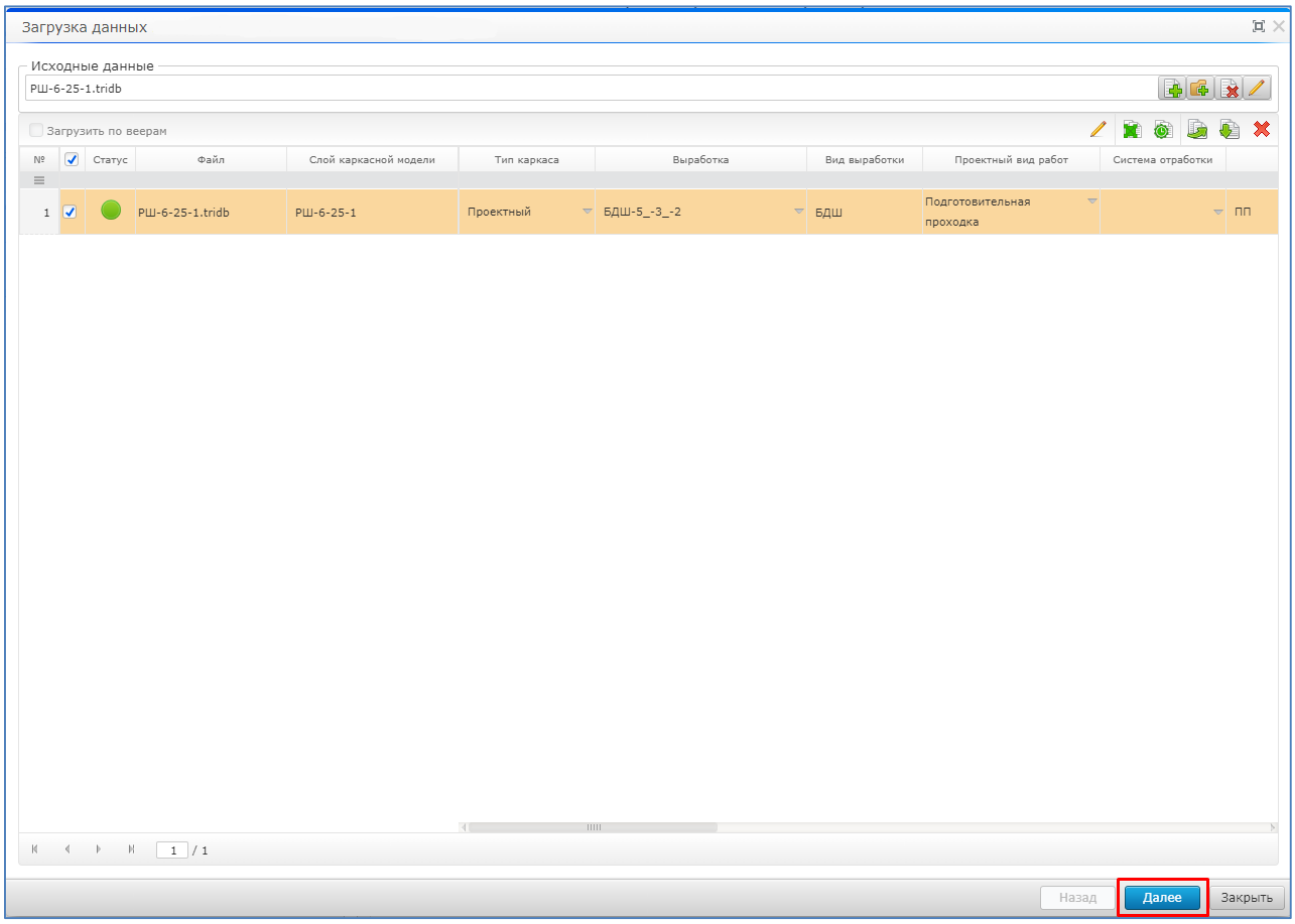

Рисунок 32. Статус строки
6. Нажать на кнопку «Далее» (Рисунок 32);